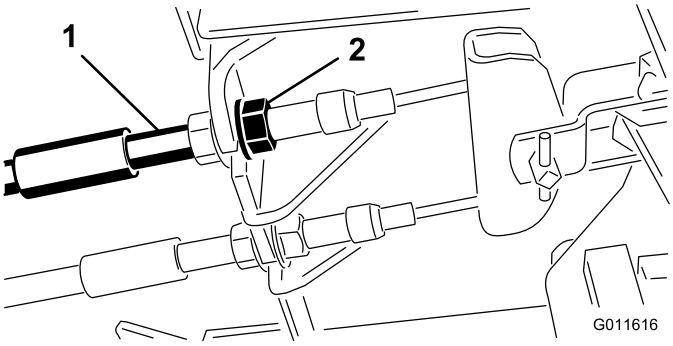

Figur 67
1. Hvis du vil redusere frigangen til bremsepedalene, strammer du bremsene ved å løsne den fremre mutteren på bremsekabelens gjengeende (Figur 67).